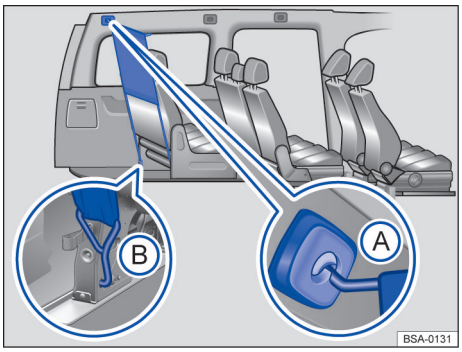

Fig. 152 Filet de séparation mis en place derrière la troisième rangée de sièges
1. Accrochez le filet de séparation dans le logement *arrière gauche* intégré au pavillon → fig. 152 Ⓐ. Faites passer la barre transversale au-dessus de la position supérieure pour l'amener en position inférieure.
3. Accrochez le filet de séparation dans la fixation de siège → fig. 152 Ⓑ.